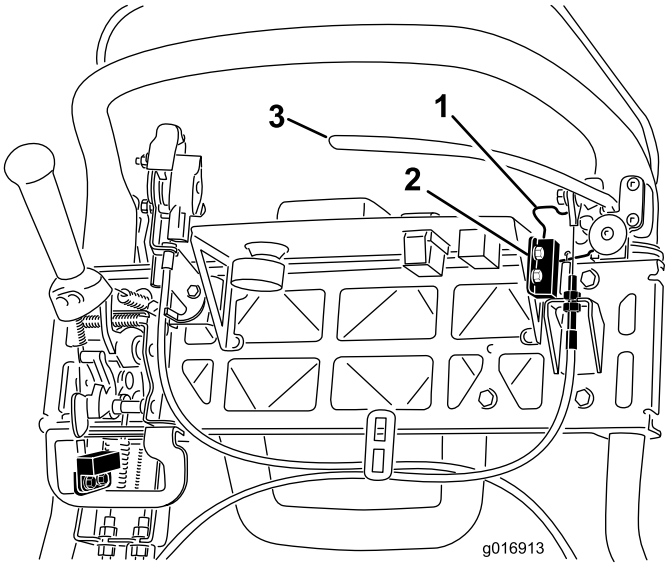

Figur 39
4. Løsne monteringsfestene til sperrebryterne (Figur 39).
5. Plasser et 1,6 mm tykt mellomlegg mellom parkeringsbremselåsen og sperrebryteren (Figur 39).